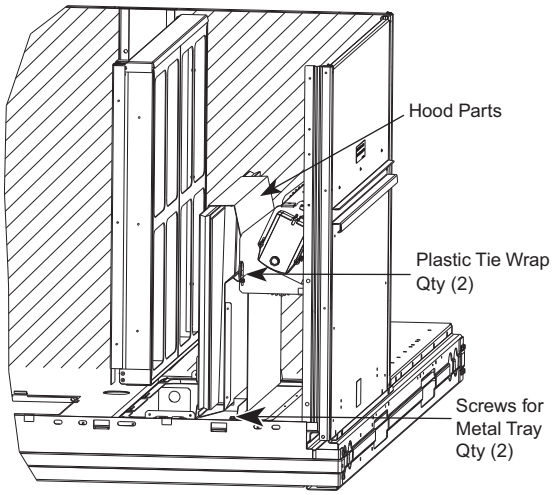

Fig. 10 — Economizer Hood Parts Location
3. Locate the (2) screws holding the metal tray to the basepan and remove. Locate and cut the (2) plastic tie-wraps securing the assembly to the damper. (See Fig. 10.) Be careful to not damage any wiring or cut tie-wraps securing any wiring.